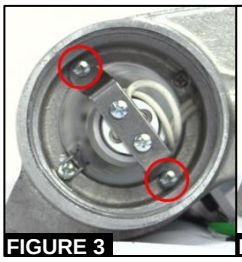
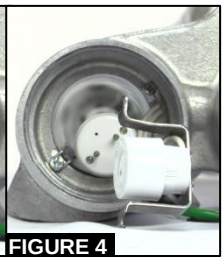

FIGURE 3
FIGURE 4
3. Loosen the two lamp holder bracket screws holding the old lamp. **FIGURE 3** Twist and remove the lamp holder bracket. **FIGURE 4**
5. Replace lamp holder into position on the lamp. Twist slightly to place the lamp holder bracket under screw heads and tighten the screws. **FIGURE 3**